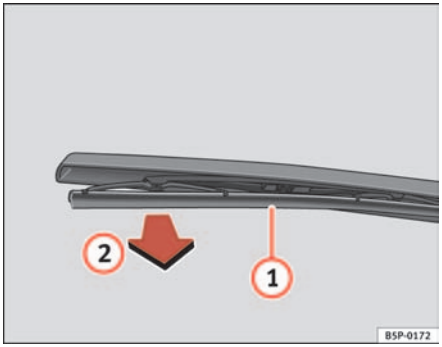

Fig. 160 Changing the rear window wiper blade
– Lift the wiper arm away from the glass ⇒ fig. 160
– Unclip the wiper blade (1) and pull (2). ⇒ fig. 160